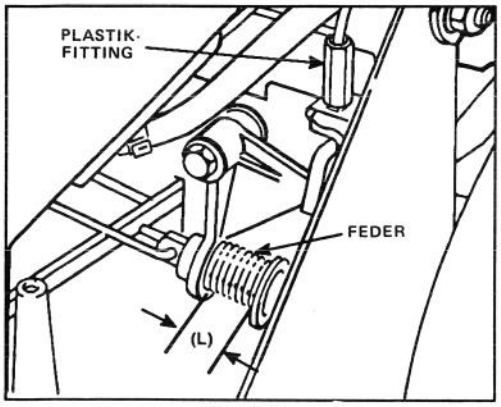

Bild 26
3. Antriebshebel hinunterschieben und in Richtung Griff anheben. Wenn der Antriebshebel den Griff berührt, die Länge (L) der Feder messen, wie in Bild 26 gezeigt.
(Abb. 26) gegen den Uhrzeigersinn, bis die Federlänge möglichst genau 2,5 cm beträgt, aber keinesfalls weniger. (Siehe folgende Anmerkung.)